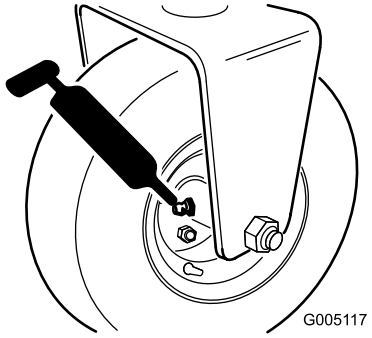

Figur 25
- Bageste hjullejer (1) (Figur 25)